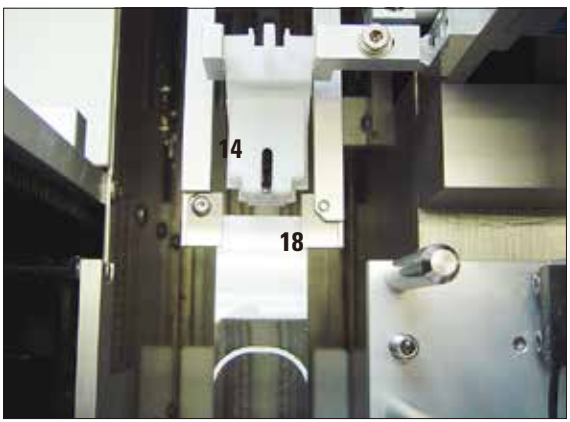

図 25
- 最後に、グリッパー（**14**）が動作中にディスペンサーニードルクリーナー（図 25）と衝突したり、搬送されてきたスライド（**18**）のグリッパーと衝突したりしないことを確認します。